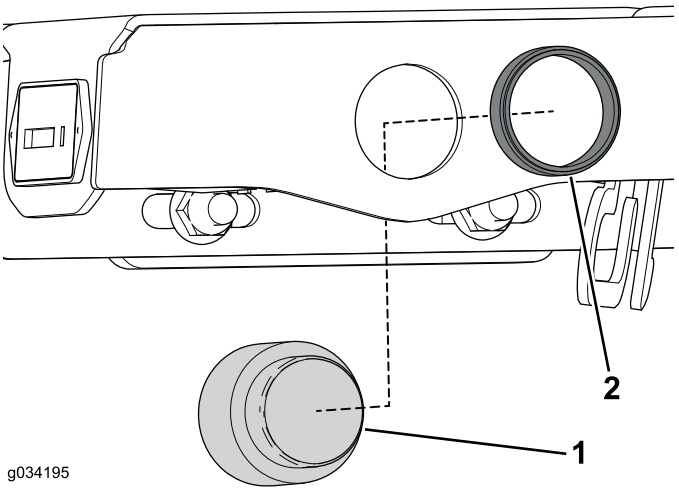

Рисунок 27
2. Прикрепите звуковой предупреждающий сигнал к узлу консоли с помощью стопорного кольца (Рисунок 27).